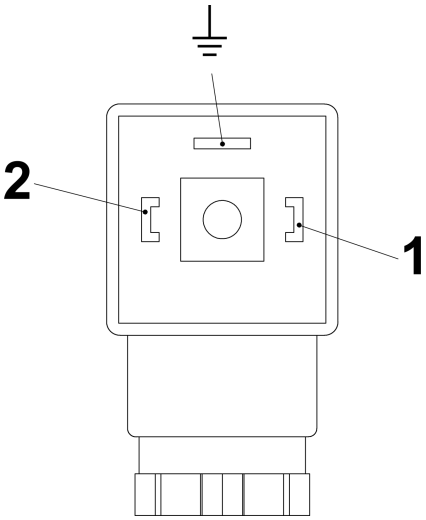
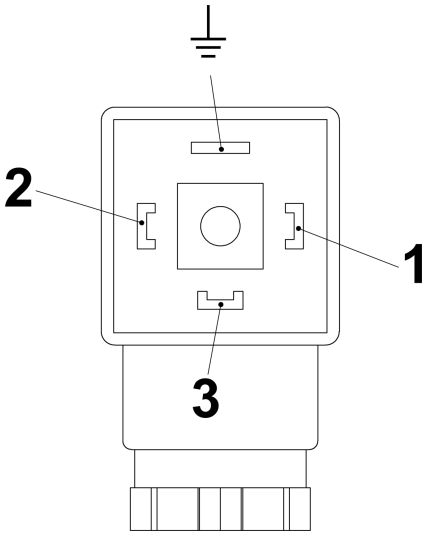

Abb. 26: Pin-Belegung Steckerdose Schließer (Schaltkontakt SG-30 mit Gerätestecker nach EN 175301-803)
Abb. 27: Pin-Belegung Steckerdose Wechsler (Schaltkontakt SG-30 mit Gerätestecker nach EN 175301-803)
6. Schließen Sie das Kabel gemäß den Anschlussbildern (Abb. 26 und Abb. 27) an